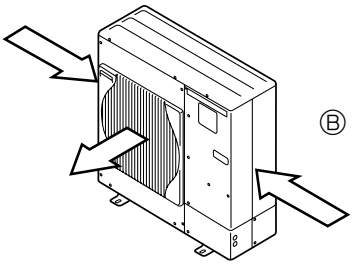

Fig. 2-4
③ Bringen Sie die Anlage so an, daß die Abluft aus der Luftaustrittsöffnung im rechten Winkel zu derjenigen Richtung geführt wird, aus der saisonal bedingt starker Wind bläst. (Fig. 2-4)